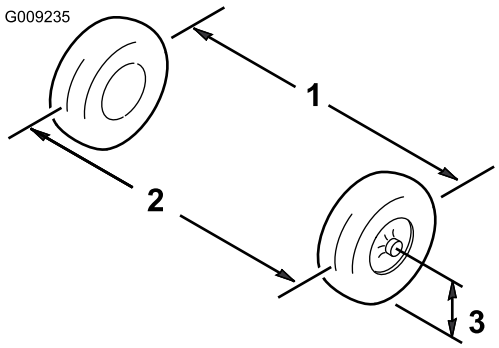

Figuur 53
6. Meet ter hoogte van de as de afstand tussen de voorwielen aan de voorkant en de achterkant van de wielen (Figuur 53).